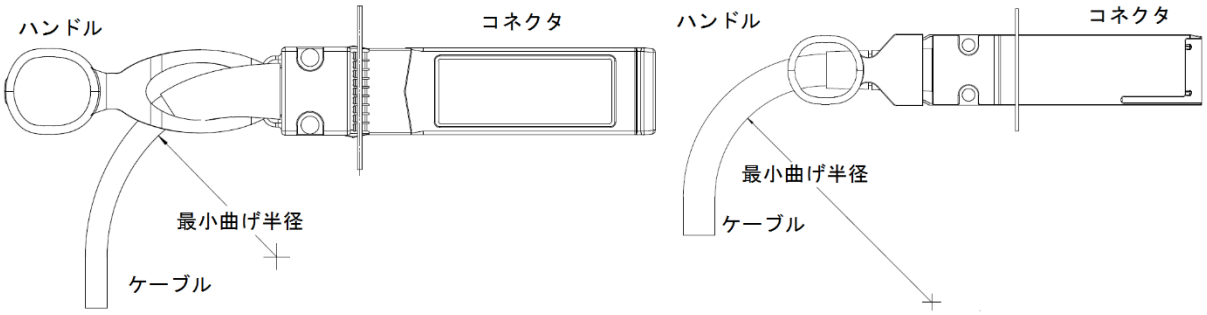

図 11-5 40G QSFP+/10G*4 SFP+変換銅線ケーブルの 10G SFP+側（左側）と 40G QSFP+（右側）の最小曲げ半径
- 40G QSFP+銅線ケーブルの最小曲げ半径は 50mm です。ケーブルの最小曲げ半径を確保しない場合、ケーブルの損傷や性能低下などが生じる恐れがあります。最小曲げ半径以下にケーブルを曲げないようにしてください。40G QSFP+銅線ケーブルの最小曲げ半径の図は図 11-5の 40G QSFP+（右側）を参照してください。
- 40G QSFP+/10G*4 SFP+変換銅線ケーブルの 10G SFP+側最小曲げ半径は 35mm です。40G QSFP+側最小曲げ半径は 50mm です。ケーブルの最小曲げ半径を確保しない場合、ケーブルの損傷や性能低下などが生じる恐れがあります。最小曲げ半径以下にケーブルを曲げないようにしてください。40G QSFP+/10G*4 SFP+変換銅線ケーブルは図 11-4を参照してください。40G QSFP+/10G*4 SFP+変換銅線ケーブルの最小曲げ半径の図は図 11-5を参照してください。